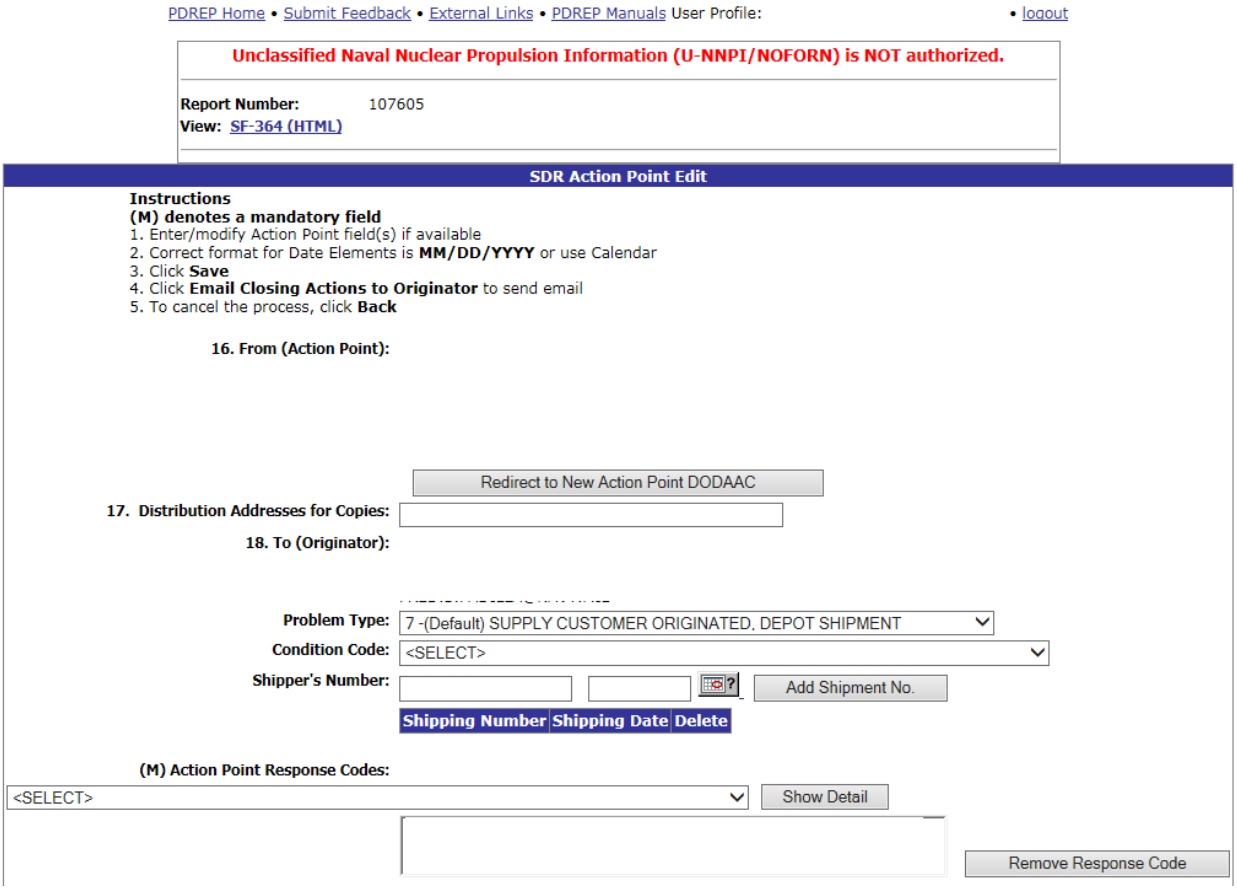
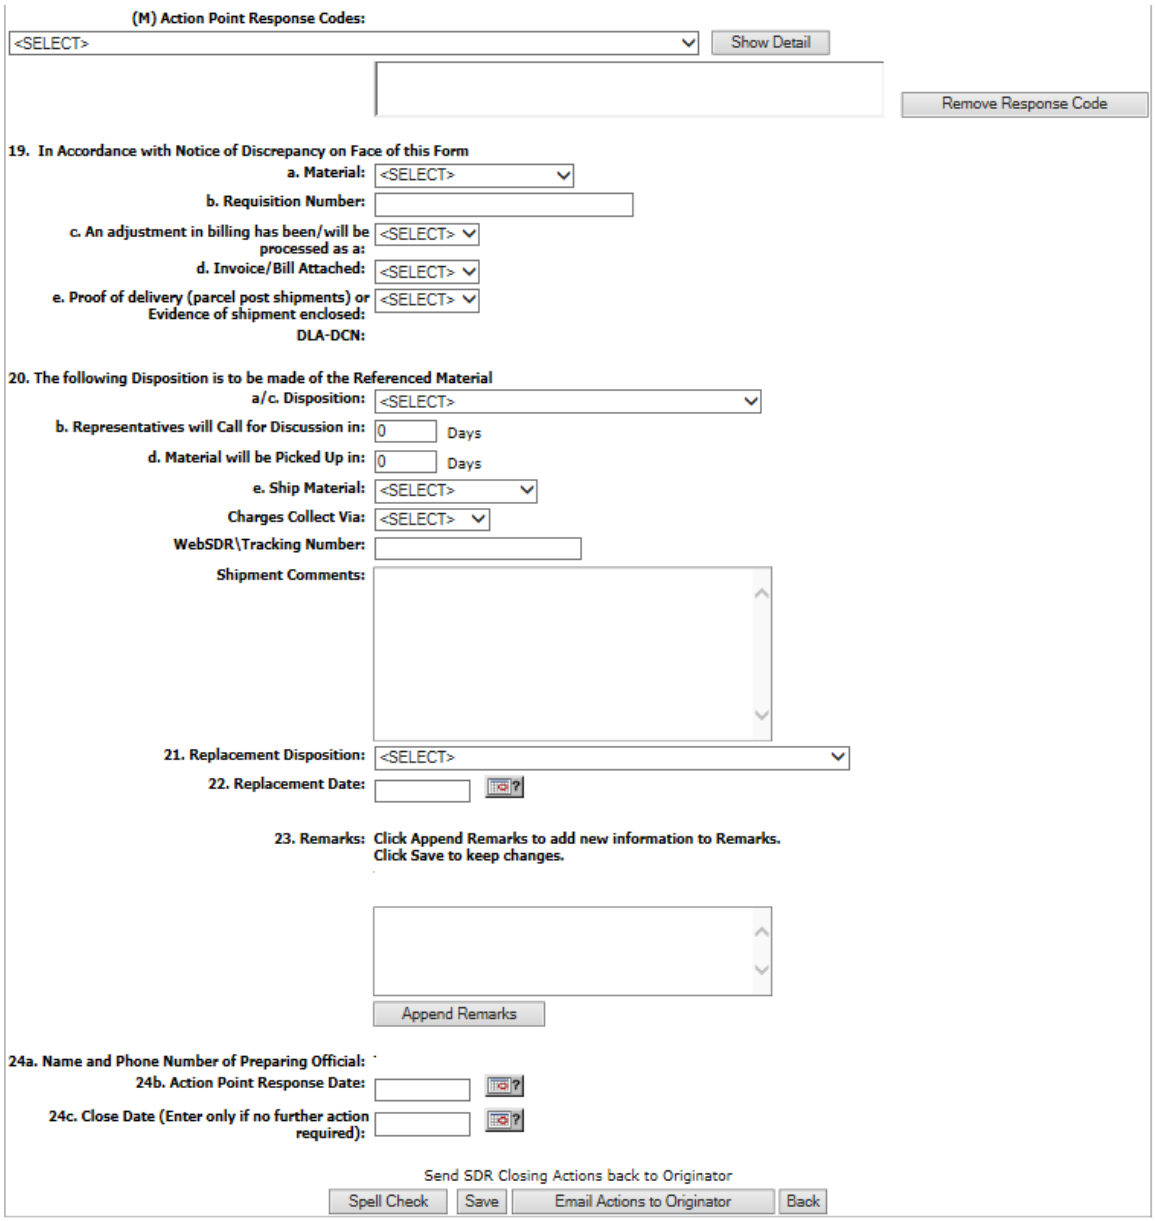

Figure 7.2
Figure 7.3
2. The SDR Action Point Edit screen displays (Figure 7.2 and Figure 7.3).